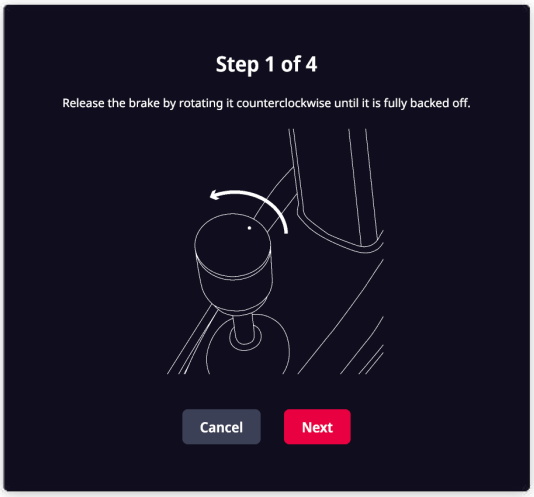

Fig. 79
a. Release the brake by rotating it counterclockwise until it is fully backed off. (Fig. 79)